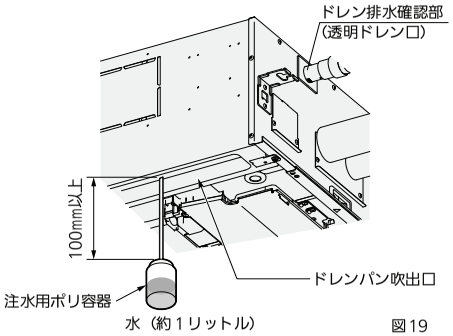

図19
- 図19に従ってドレンパン吹出口よりドレンパン内に排水確認用の水（約1リットル）を少しずつ入れてください。